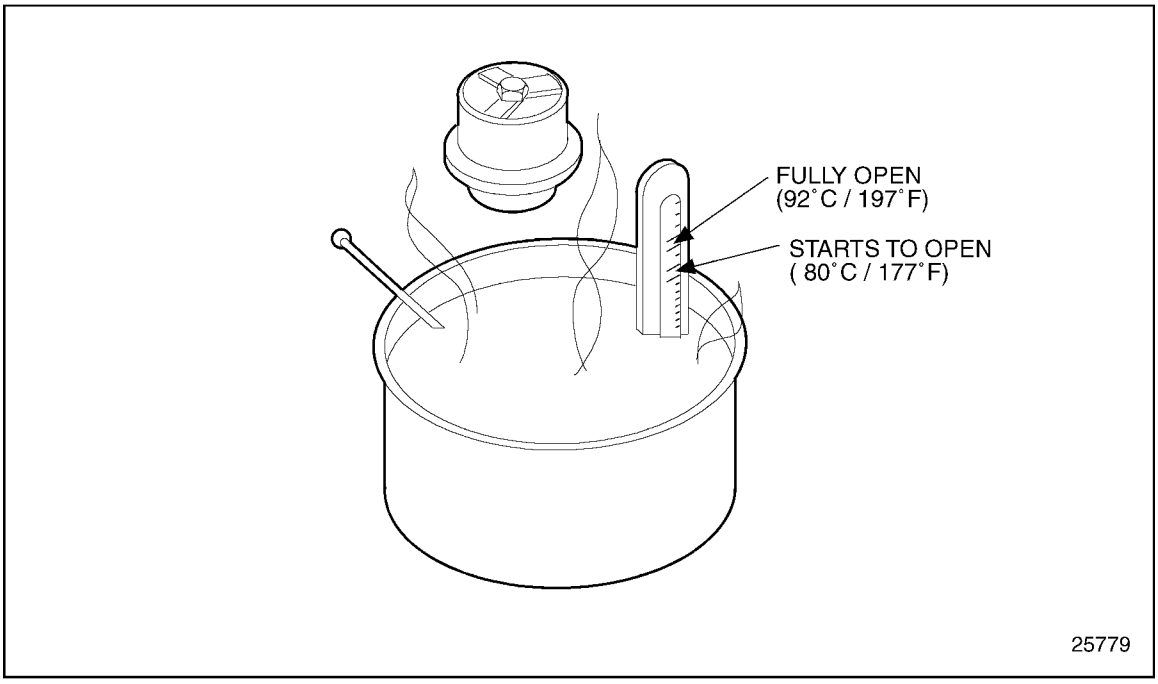

Figure 4-73 Checking Thermostat Operation
1. Immerse the thermostat in a metal container of water. See Figure 4-73.